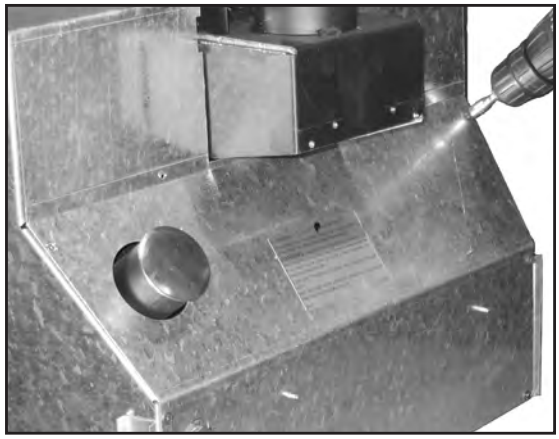

Figure 47: Removing Back Plate From Sonnet.
1. Use a flat head screwdriver or ¼" socket to remove the nine (9) screws holding the back cover on (see Figure 47).